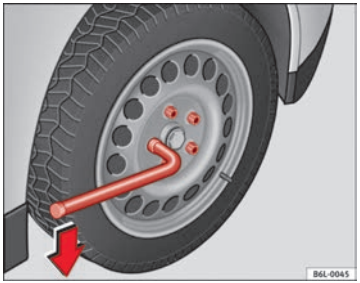

Fig. 137 Changing a wheel: loosen the wheel bolts
– Grasp the box spanner by the end turn it about one full turn to the **left** ⇒ Fig. 137.